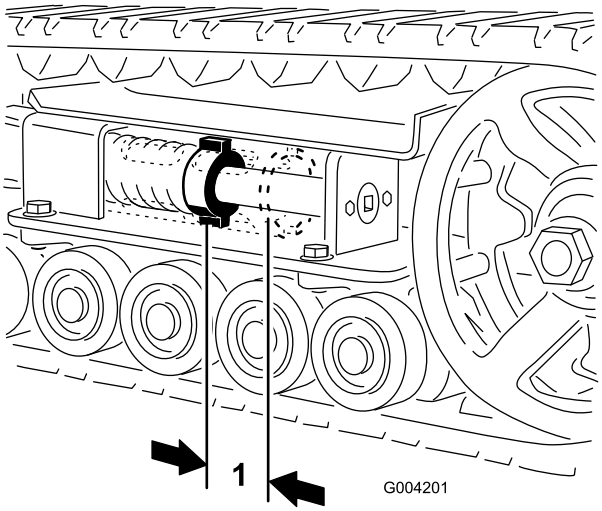

Figuur 44
Er moet 7 cm ruimte zijn tussen de spanmoer en de achterzijde van de spanbuis (Figuur 44). Als dit niet het geval is, stal dan de spanning van de rupsbanden aan met behulp van de volgende procedure:
4. Gebruik een dopsleutel van 1/2 inch en draai de spanschroef linksom tot de afstand tussen de spanmoer en de achterzijde van de spanbuis (Figuur 44) 7 cm is.
11. Draai de spanschroef linksom tot de afstand tussen de spanmoer en de achterzijde van de spanbuis (Figuur 44) 7 cm is.
17. Draai de spanschroef linksom tot de afstand tussen de spanmoer en de achterzijde van de spanbuis (Figuur 44) 7 cm is.